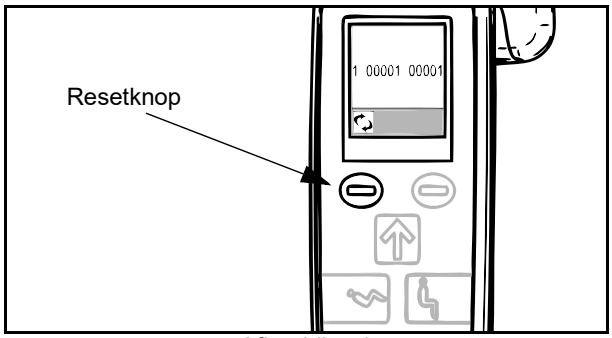

Afbeelding 3
3. Op het scherm van de gebruiksteller worden twee reeksen getallen weergegeven (zie Afbeelding 3). De weergegeven getallen staan voor de totale tijd (in tienden van uren) van de aangedreven beweging van de motor van de mast.